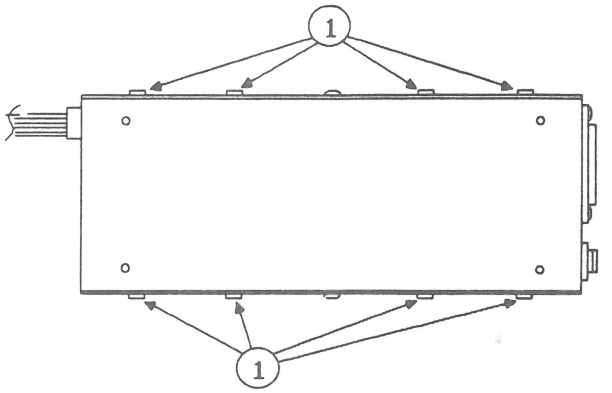

FIGURE 3
g) Remove the eight screws (four on each side) that hold the bottom plate on (Figure 3, #1).